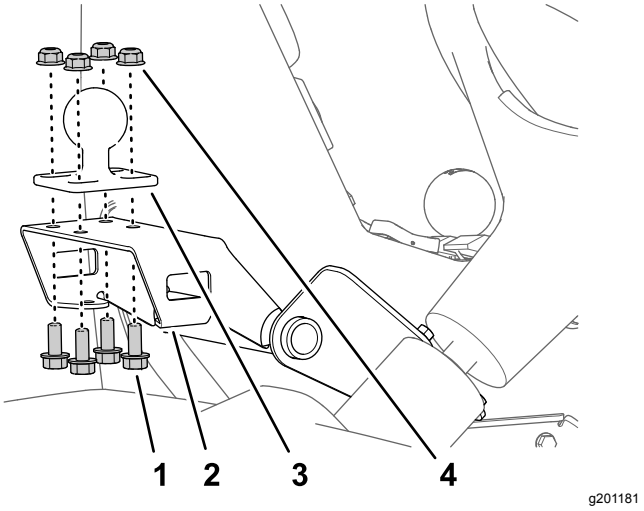

Figur 164
1. Monter kuglebeslaget på beslaget til monitorens monteringsbeslag (Figur 164) med de 4 flangehovedbolte (5/16 x 3/4 tomme) og 4 flangelåsemøtrikker (5/16 tomme).